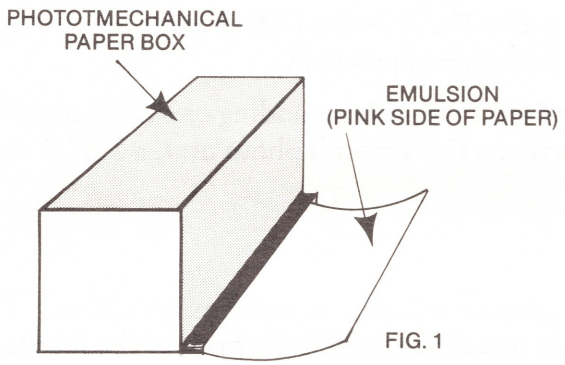
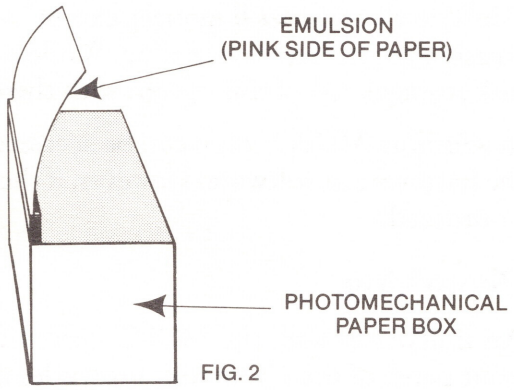

FIG. 1
FIG. 2
3. Raise the paper turning roller (lower compartment) and slide the box of material into the transport. The box must be seated so that the paper pulls straight out (Fig. 1) rather than up (Fig. 2) as it does in the standard EditWriter.